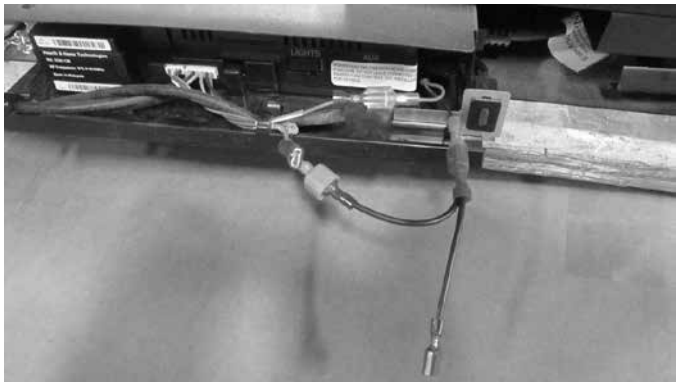

Figure 6.9
9. Install the splitter (SRV2187-198) on the black wire coming off the 6 pin wire harness on the IFT control. Connect the splitter to the black wire going to the battery pack USB port. See Figure 6.9.